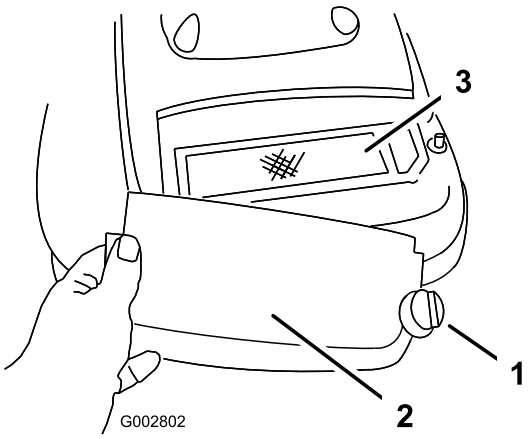

Figura 22
3. Togliete la vite di fissaggio dal coperchio del filtro dell'aria (Figura 22).
4. Togliete il coperchio e pulitelo accuratamente (Figura 22).